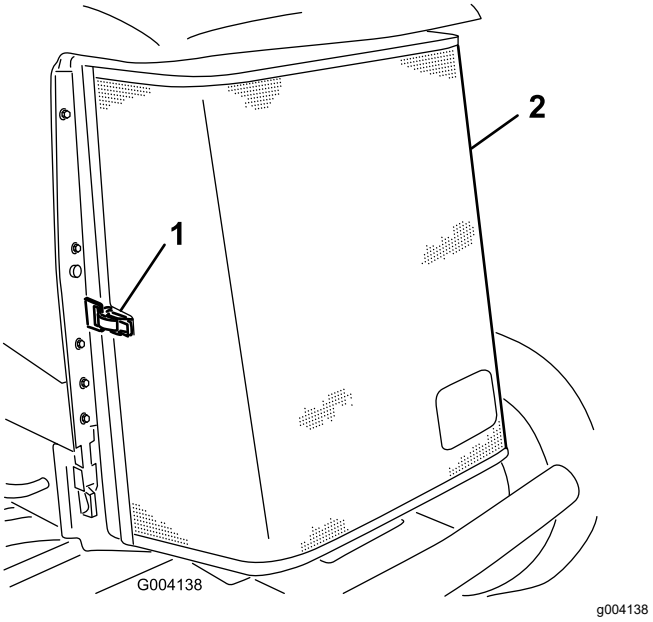

**Figur 68**
3. Lås klemmen op, og drej kølergitteret for at åbne det (Figur 68).